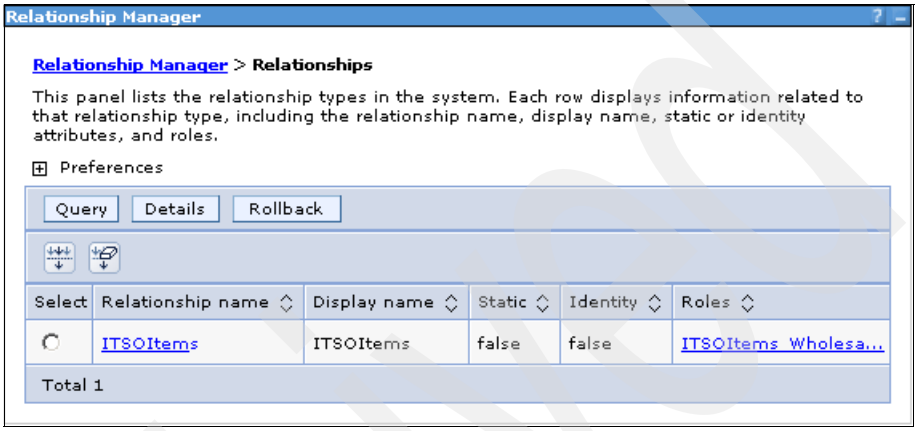

Figure C-8 Relationships page
6. In the Relationships page (Figure C-8), select the radio button next to **ITSOItems** and click **Query**.